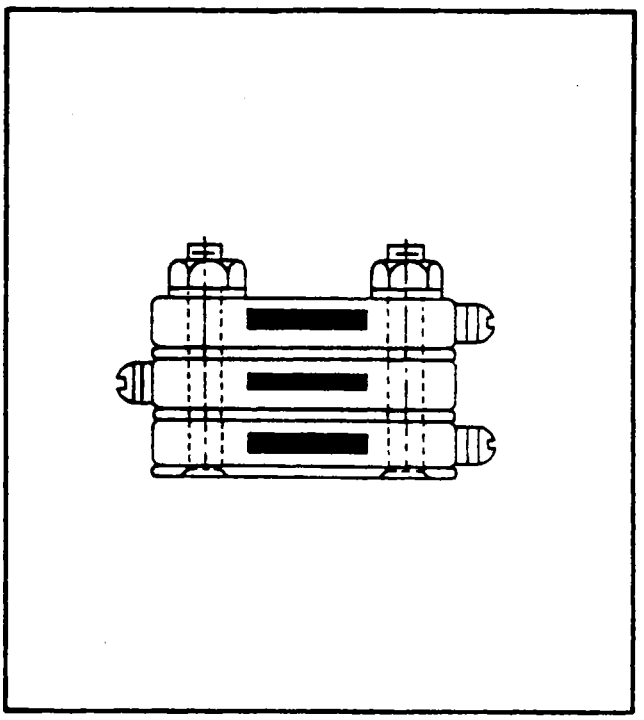
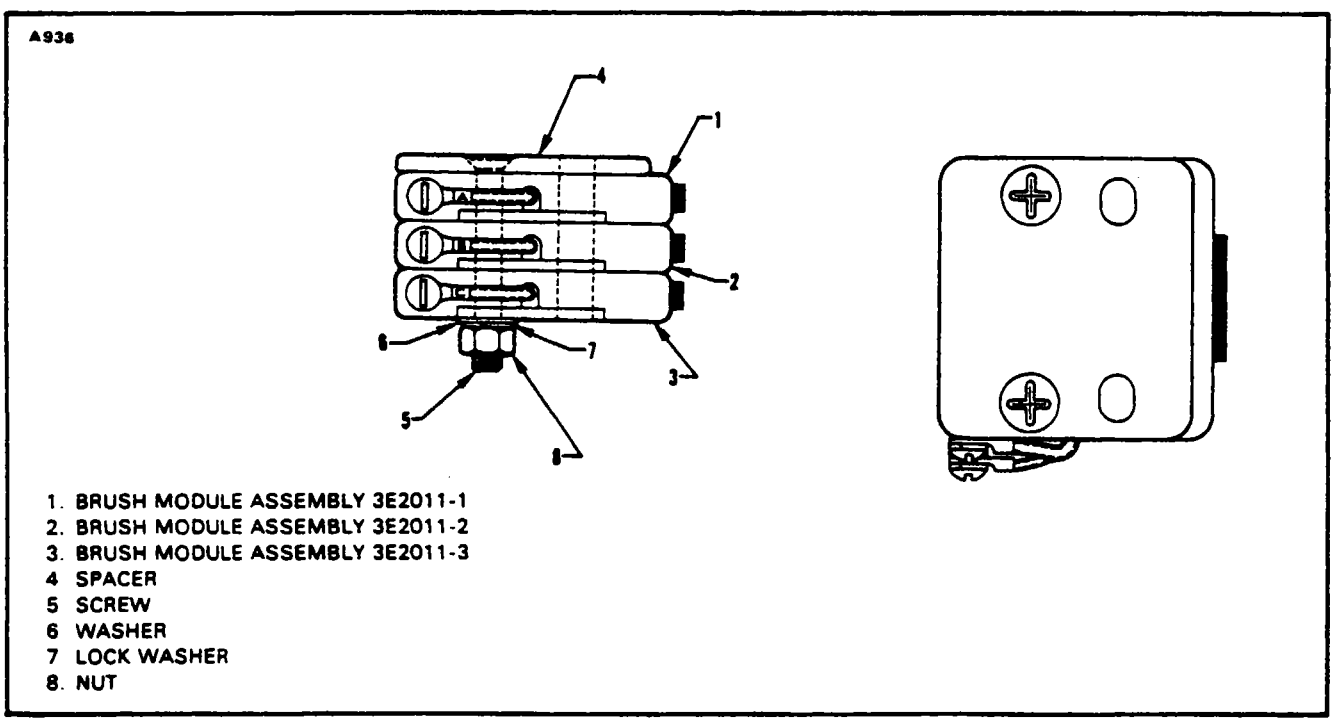

Figure 14-13. Alternate Module Stacking Arrangement
Figure 14-14. Modular Brush Assembly (3E2044-1)
c. Restack modules and spacers as shown in Figure 14-14. If there is interference between adjacent ring terminals, re-orient center module as shown in Figure 14-13.